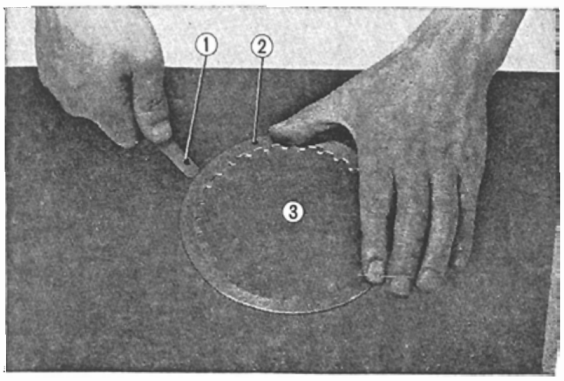

Fig. 3.87 Clutch plate distortion measuring
3. Clutch plate distortion. **(Fig. 3.87)**